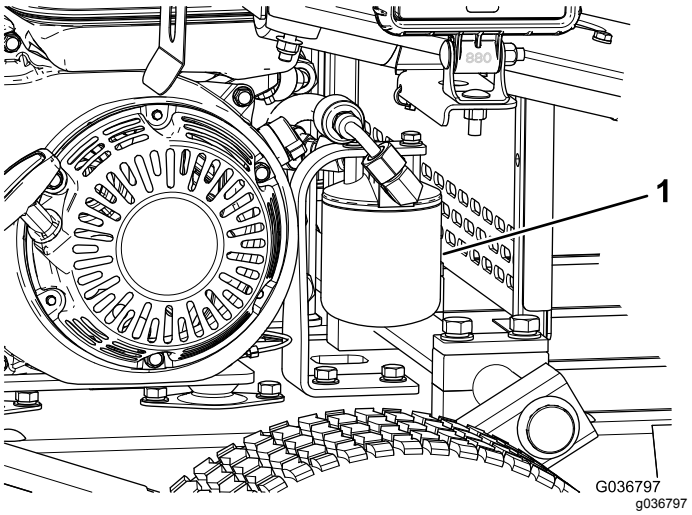

Rysunek 36
5. Umieść miskę pod filtrem i usuń filtr (Rysunek 36).